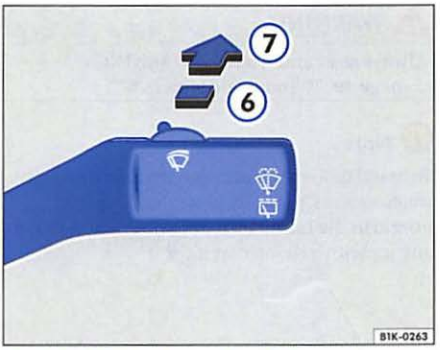

Fig. 45 Windshield wiper lever: Rear window wiper
– Push the lever forward until it engages ⇒ fig. 45 ⑥. The wiper operates about every 6 seconds.